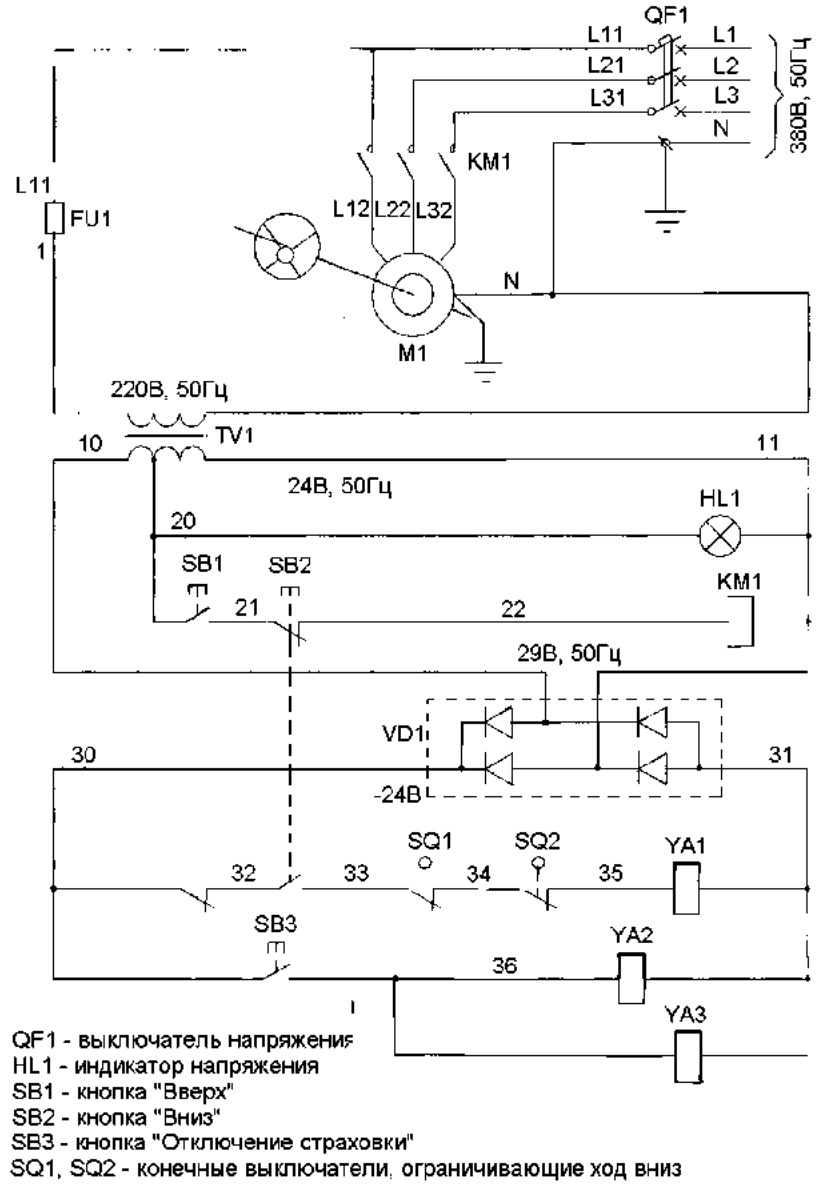
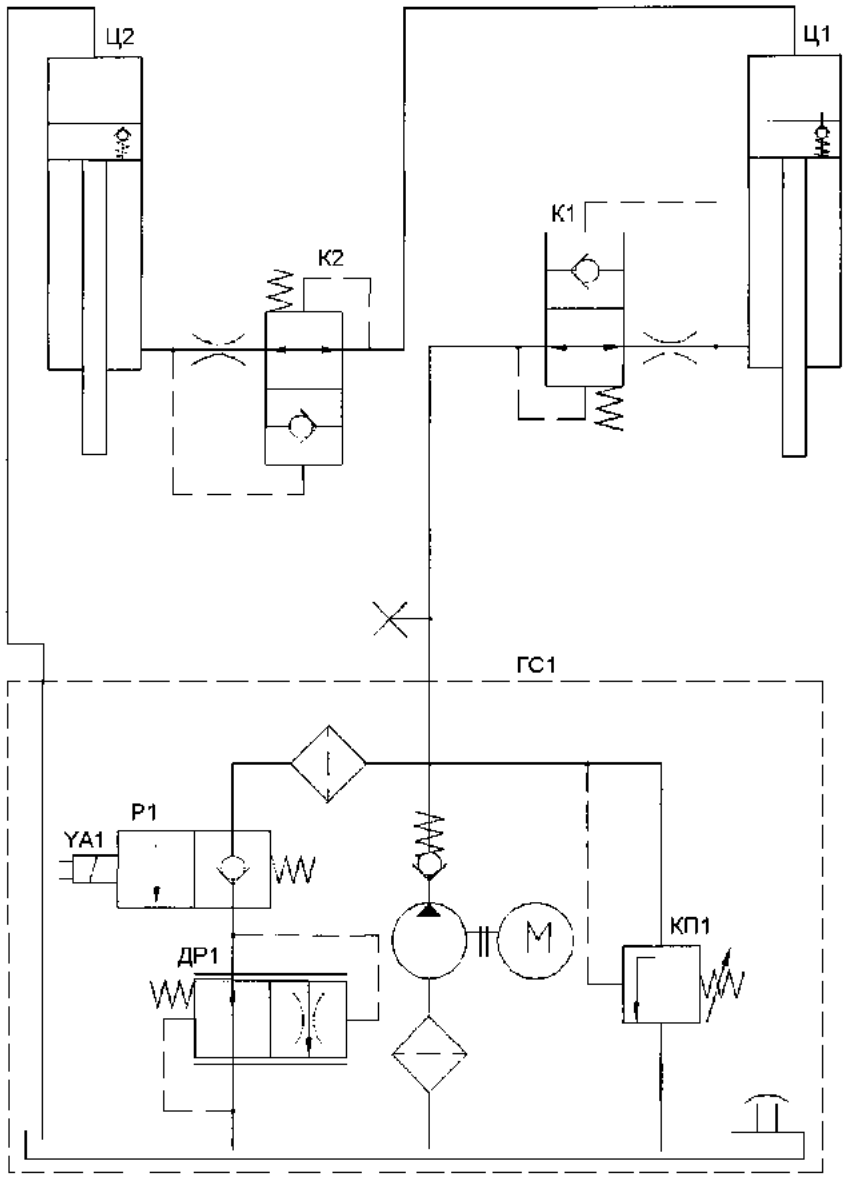

Рис. 3. Схема электрическая принципиальная подъемника ПЛГ-5, ПЛГ-5-01
Рис. 5. Схема гидравлическая принципиальная подъемника ПЛГ-5, ПЛГ-5-01
4.7. На панели шкафа аппаратного расположен автоматический выключатель, лампочка «Сеть», кнопки «Вверх» и «Вниз» и кнопка «Отключение страховки». При включении автоматического выключателя на электрооборудование подъемника подается напряжение, включается лампочка «Сеть». При нажатии и удержании кнопки «Вверх» включается электродвигатель гидравлической станции, обеспечивая подачу рабочей жидкости под давлением в гидроцилиндры приводов кареток. Штоки гидроцилиндров через цепные полиспасты поднимают каретки вверх. При выключении кнопки «Вверх» электродвигатель гидравлической станции отключается, подача рабочей жидкости в гидроцилиндры прекращается, каретки останавливаются. При одновременном нажатии и удержании кнопок «Отключение страховки» и «Вниз» включаются электромагниты YA2 и YA3 механической страховки и электромагнит YA1 электромагнитного клапана P1 (см. Рис. 5), при этом защелки страховок освобождают каретки и происходит свободный слив рабочей жидкости из гидроцилиндров в бак гидравлической станции, и каретки опускаются. При выключении кнопок «Вниз» и «Отключение страховки» электромагниты YA1, YA2 и YA3 выключаются, слив рабочей жидкости из гидроцилиндров прекращается, защелки страховок фиксируют каретки и они останавливаются.
4.8. Электрические схемы приведены на Рис. 3 и 4. Схема гидравлическая приведена на Рис. 5. Перечни элементов схем см. таблицы №1 и №2.